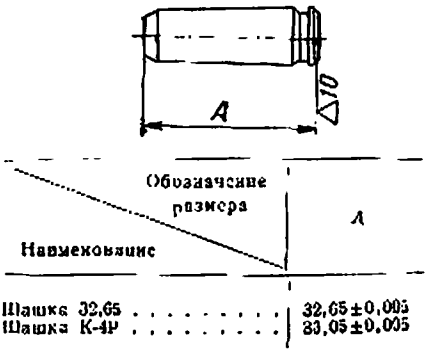
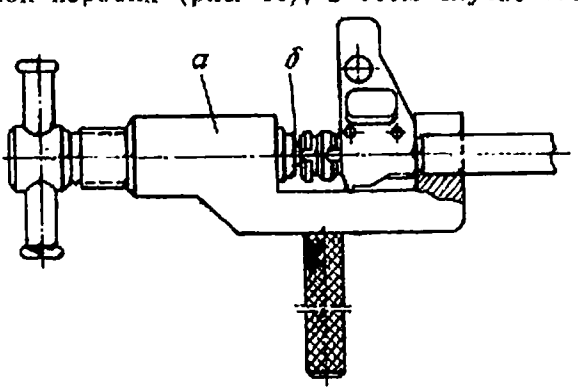

Рис. 43. Обработка шляпки калибра-шашки
Рис. 44. Схема установки струбцины:
Если нет калибра-шашки К-4Р, использовать калибр-шашку К-5, у которой шляпка должна быть сошлифована до размера *А*, равного 33,05 *мм* (рис. 43).
6. Проверить, нет ли перекоса затвора. Для этого вставить в патронник калибр-шашку с размером 32,65 *мм*. Если нет калибра-шашки с размером 32,65 *мм*, использовать калибр-шашку К-3, у которой шляпка должна быть сошлифована до размера *А*, равного 32,65 *мм* (рис. 43), закрыть затвор и с помощью стержня (рис. 53) и струбцины (рис. 54) прижать затвор к боевым уступам ствольной коробки (рис. 44); в этом случае затворная